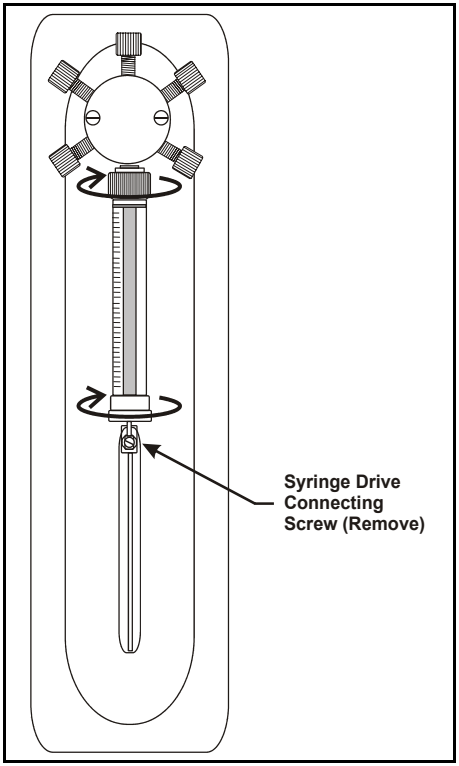

Figure 5-4. Removing the Syringe
1. Using a flathead screwdriver, unscrew and remove the syringe drive connecting screw (see Figure 5-4).